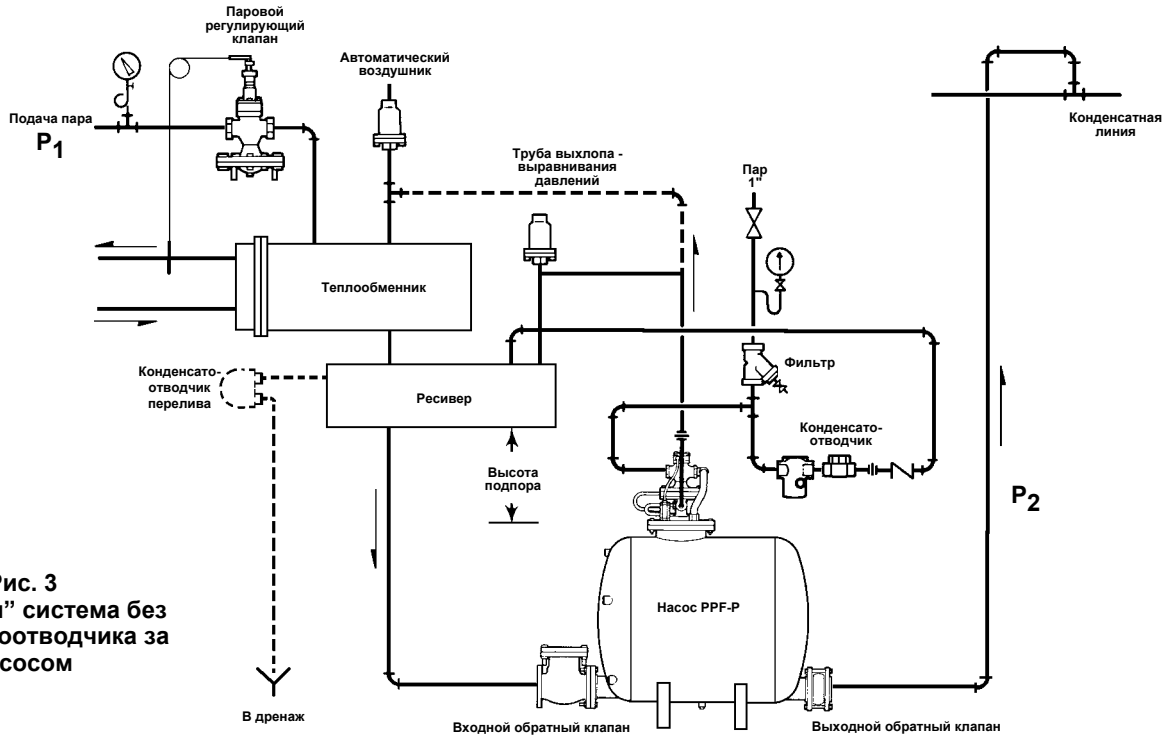

Рис. 3
3. Монтаж — “Закрытые” системы (Рис. 3 и 4)
1. Насос должен располагаться под ресивером-сборником конденсата. Насос должен иметь соответствующую высоту подпора перед собой (расстояние от верха насоса до низа ресивера), как показано на Рис. 3.
2. Для сбора конденсата от нескольких потребителей и предотвращения подтапливания теплообменного оборудования во время рабочего цикла насоса над насосом должен быть установлен горизонтальный вентилируемый в атмосферу ресивер (см. Рис. 3). Для выбора Ду вентиляционной трубы ресивера см. пункт “Вентилируемые ресиверы” ниже. Все фиттинги и арматура между ресивером и насосом должны быть полнопроходными.